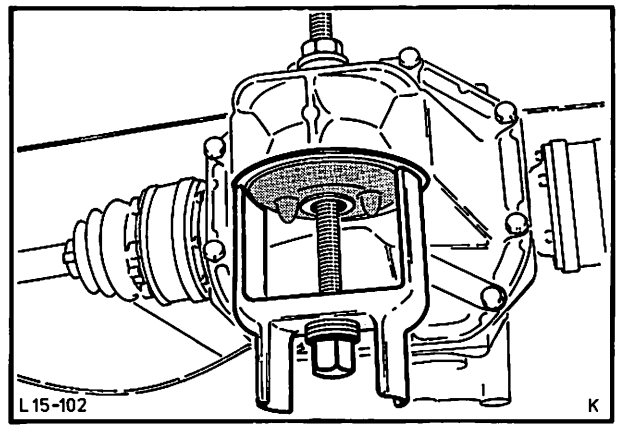

Abb. 160 Gummilager mit Spezialwerkzeug 15-014 aus dem Achsgehäuse ziehen
3. Hinterachse absenken und Gummilager mit Spezialwerkzeug 15-014 aus dem Hinterachsdeckel ziehen, Abb. 160.